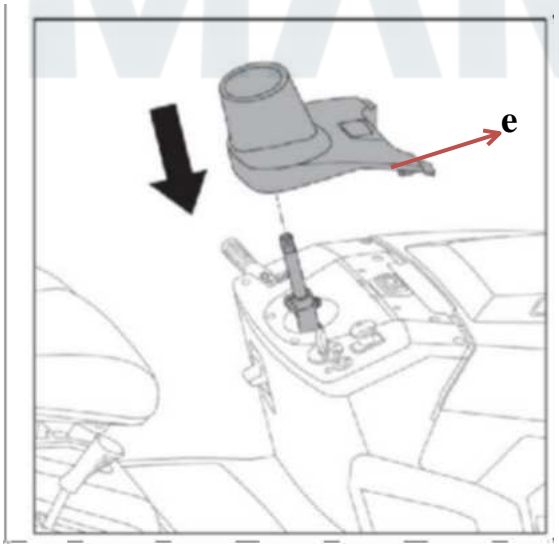

Рис.2B
2. Установите крышку приборной панели (e) на место (рис. 2B).